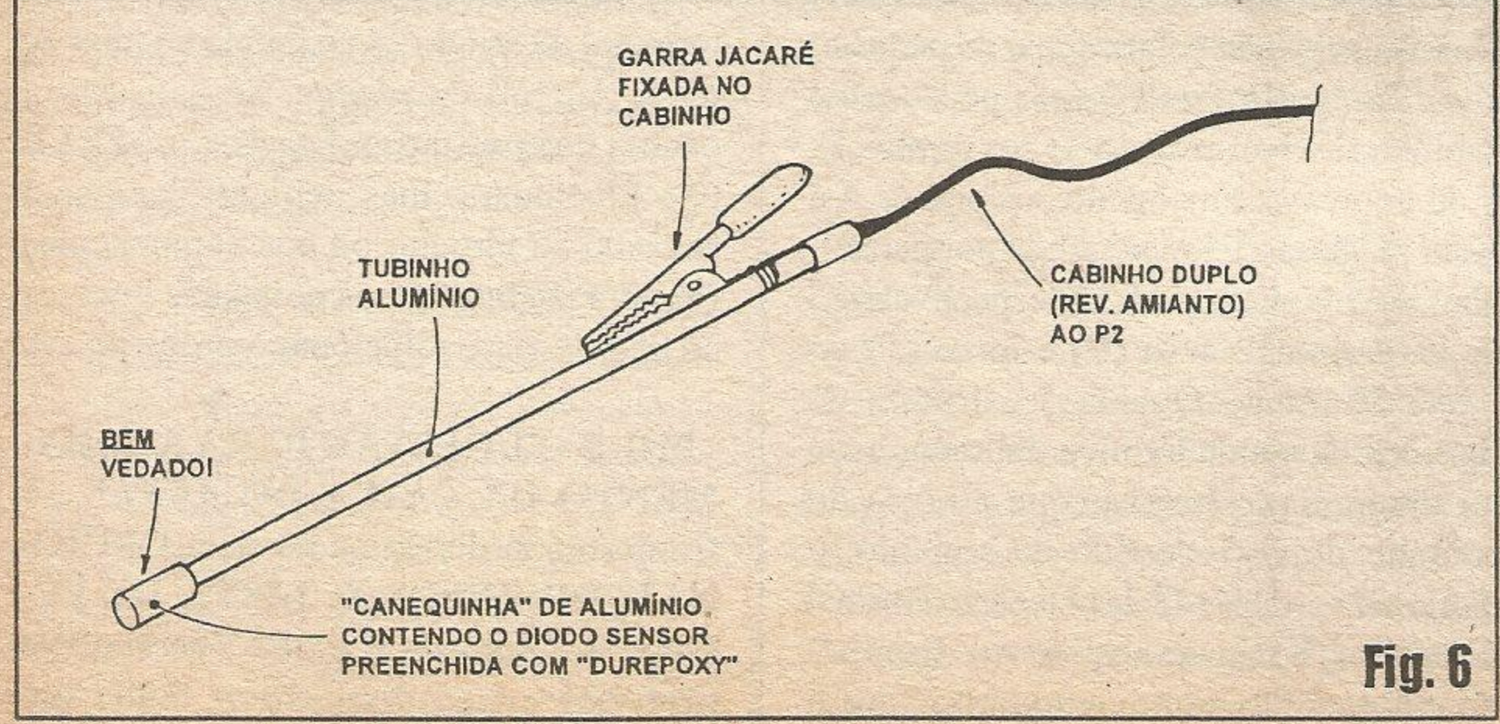

Fig. 6
**- FIG. 6 - DETALHES DA CONSTRUÇÃO DA SONDA TÉRMICA -** Não esquecer de isolar entre sí, muito bem, as conexões soldadas ao **anodo** e **catodo** do diodo sensor, já que qualquer pequeno *curto* entre esses terminais invalidará o funcionamento do **AFELE**... Os ditos terminais, e suas conexões soldadas, também **não podem** fazer contato com as superfícies internas dos tubinhos metálicos de acondicionamento, sob pena de que sejam promovidos os já mencionados e indesejados *curtos*... O diodo sensor deve ficar dentro da *canequinha* metálica mencionada na lista de materiais específicos, sendo esta totalmente preenchida, em seguida à inserção do diodo, com a pasta adesiva de *epoxy*... Com o cabinho duplo amiantado passando pelo interior do tubinho longo, a canequinha deve ser fixada numa extremidade deste, usando-se para tal fixação o simples *enfiamento* do tubo na borda da dita canequinha, e o efeito adesivo/vedante da própria massa de *epoxy* já citada... É *importante* que a junção canequinha/tubinho fique *rigorosamente bem vedada*, impermeável...! Pela extremidade oposta do tubinho, sai o cabinho duplo revestido de amianto, no comprimento suficiente (provavelmente em torno de 1 metro...), dotado do *plugue* P2 na sua ponta (rever **FIG. 5**). Também junto a essa extremidade do tubinho, deve a ele ser fixada a garra *jacaré*, nos moldes sugeridos pelo diagrama... Muitas das garrinhas desse tipo já apresentam, na sua *rabeira*, uma mini-estrutura em forma semi-tubular, que provavelmente se encaixará (talvez após uma leve *abertura* promovida com o alicate de bico...) direitinho em torno do tubo, sendo relativamente fácil a fixação (por solda ou pelo adesivo forte, de *epoxy*...). A distância entre a garra *jacaré* e a extremidade sensora da sonda deve ser calculada empiricamente em função da altura da leiteira costumeiramente usada, levando-se também em conta o volume de leite normalmente fervido, de modo que, com a garra presa à borda do recipiente, tubo com a sonda pelo lado de dentro da leiteira, a *canequinha* contendo o diodo fique - forçosamente - *mergulhada* no líquido... O material inoxídável, e quimicamente *inerte* recomendado para a confecção da sonda (alumínio, aço, além do *epoxy*, que depois de endurecido torna-se quimicamente neutro e não tóxico...) preserva convenientemente as condições de higiene e salubridade do conjunto, permitindo (aqui *sim*...) a lavagem pura e simples da sonda, após cada uso, com água, sabão, detergente, etc., sem problemas (apenas se recomenda cuidado para não molhar a região na outra extremidade do cabinho amiantado, onde se situa o *plugue* de ligação à caixa do **AFELE**...).